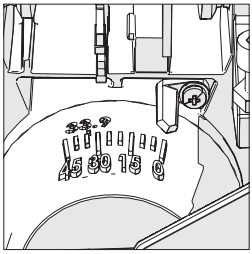

Fig. 8
- Certifique-se de que a cabeça da serra está reta, contra o batente e de que o indicador do ângulo biselado indica 0˚ na escala **(Fig. 8)**.